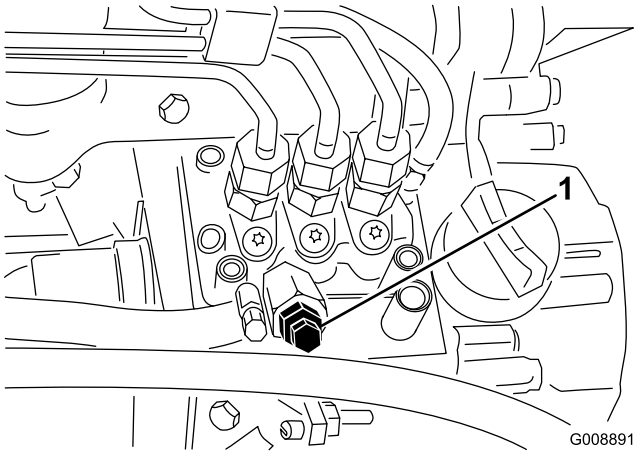

Figura 41
3. Abra el tornillo de purga de aire de la bomba de inyección de combustible (Figura 41).